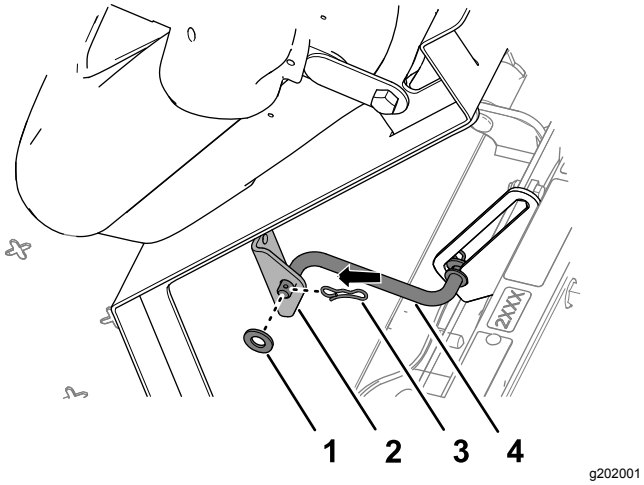

Rysunek 222
5. Zamocuj podpórkę do wspornika fotela za pomocą podkładki i zawleczki (Rysunek 222).